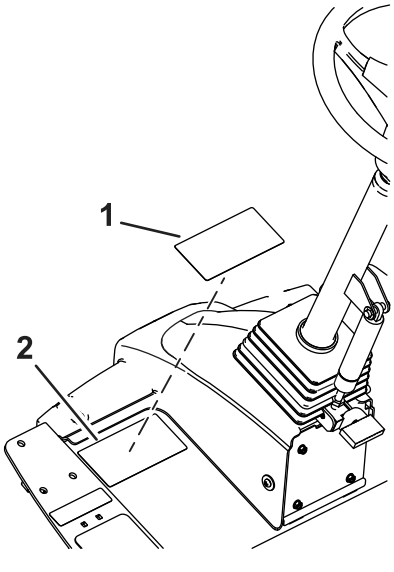

**Figuur 37**
1. Gebruik schoonmaakalcohol en een schone doek om het oppervlak van de waarschuwingssticker schoon te maken, en laat de sticker drogen (Figuur 37).